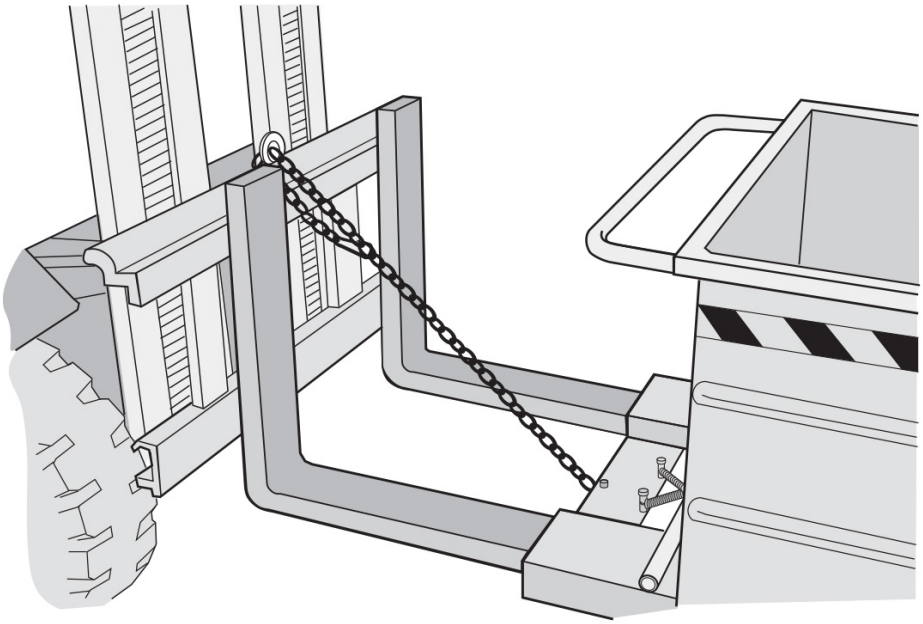

Abb.6.1.2 **Die Kette am Wagen befestigen und dabei gut gespannt halten**
• 6.1.2 Befestigen Sie die Sicherheitskette des Behälters am horizontalen Querbalken der Hubgruppe (**Abb. 6.1.2**).
• 6.1.2 Hook the container safety chain to the horizontal cross member of the lifting unit (fig. 6.1.2).